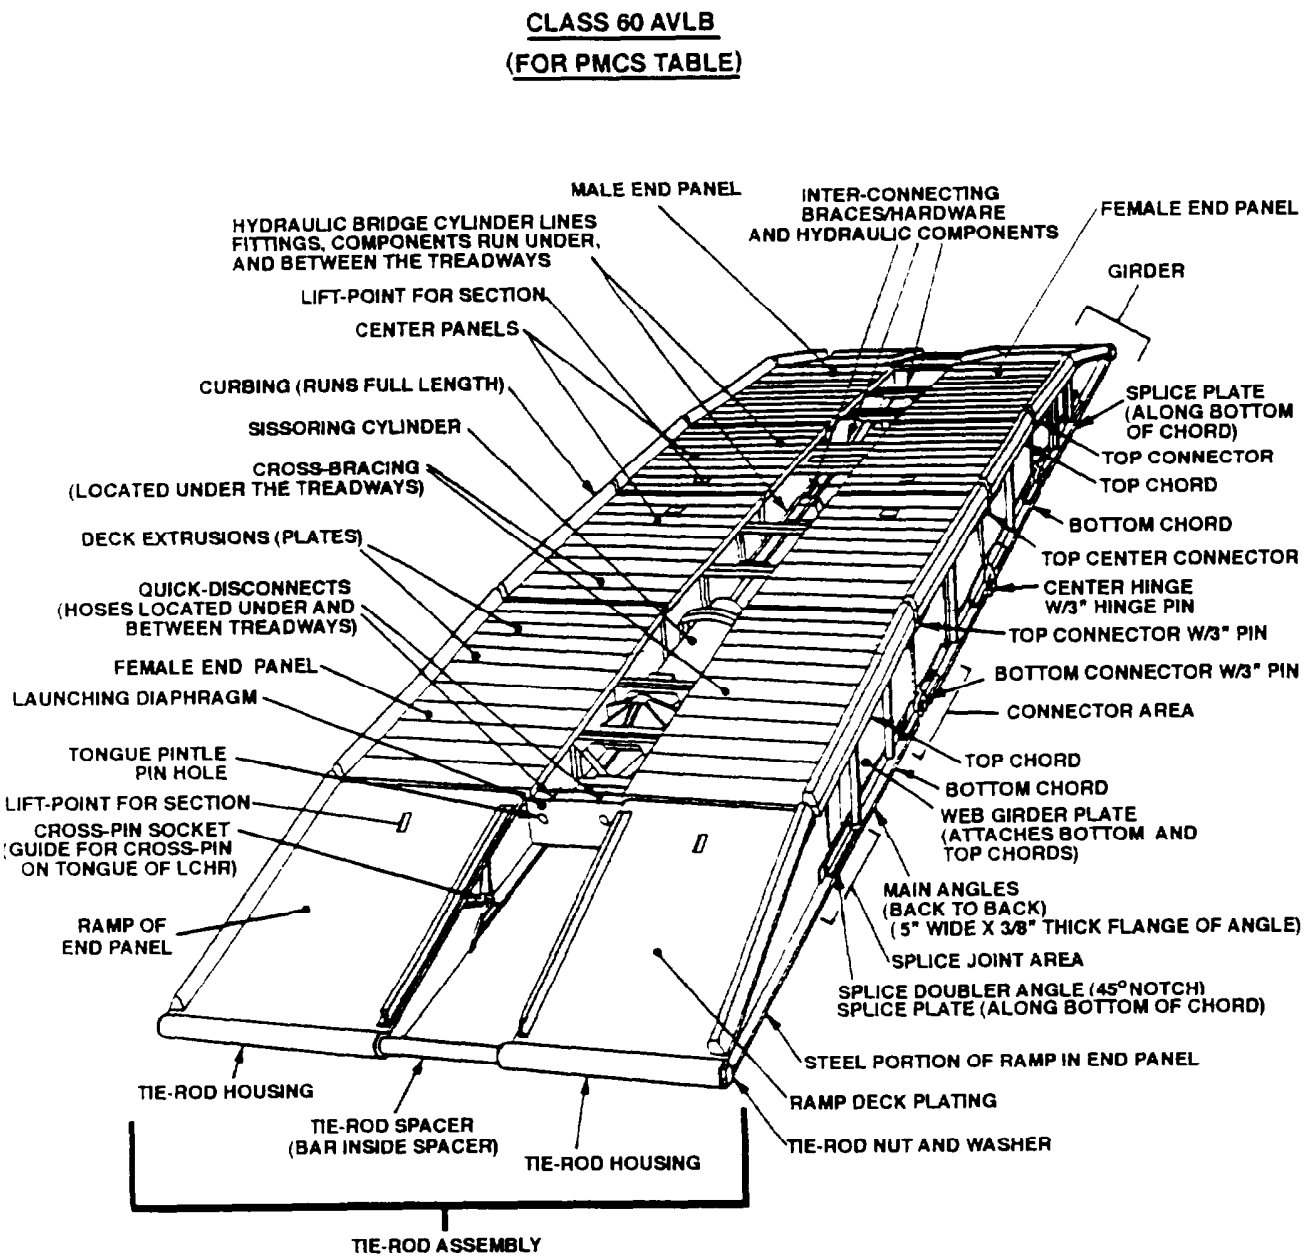
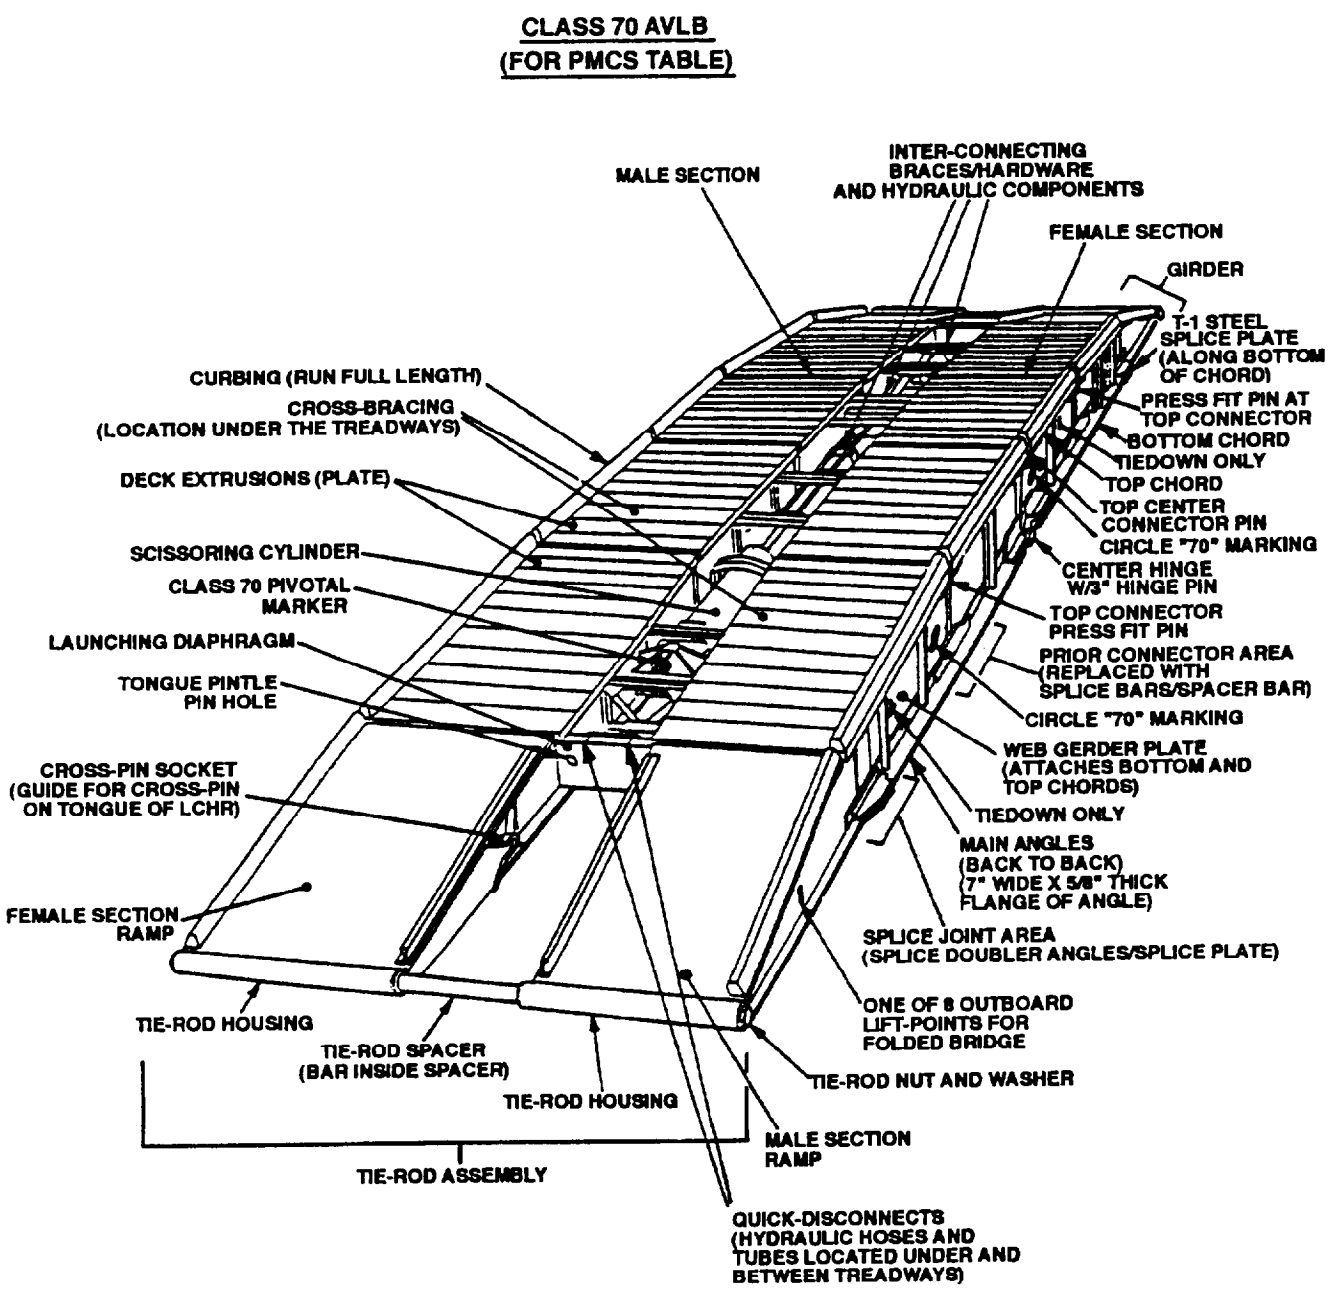

FIGURE 2-1 Nomenclature of Structural Components (MLC 60)
FIGURE 2-2 Nomenclature of Structural Components (MLC 70).
a. Introduction. Your Preventive Maintenance Checks and Services (PMCS), Table 2-2, lists the inspection and care of your equipment required to keep it in good operating condition. FIGURE 2-1 (AVLB 60), FIGURE 2-2 (AVLB 70), and FIGURE 2-3 (Details) show the layout of each bridge with its unique terminology used in Table 2-2 and is the walk-around inspection pattern to be used with your PMCS. Hard use, severe weather, and rough field conditions will result in increased levels of maintenance and more frequent inspections will be required.
(1) Item Number Column. The specific item or items requiring PMCS are identified in this column.
(2) Interval Column. The interval column of your PMCS table tells you when to do a certain check or service. The service intervals as follows: